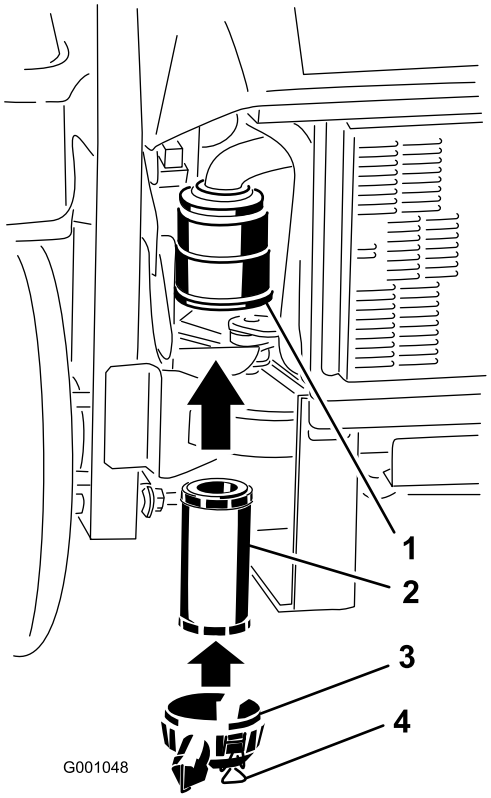

**Figur 44**
2. Skjut försiktigt in filtret i filterhuset (Figur 44). Kontrollera att det sitter ordentligt genom att trycka på filtrets yttre kant medan du monterar det.
3. Sätt tillbaka luftrenarkåpan och säkra spärrhakarna (Figur 44).